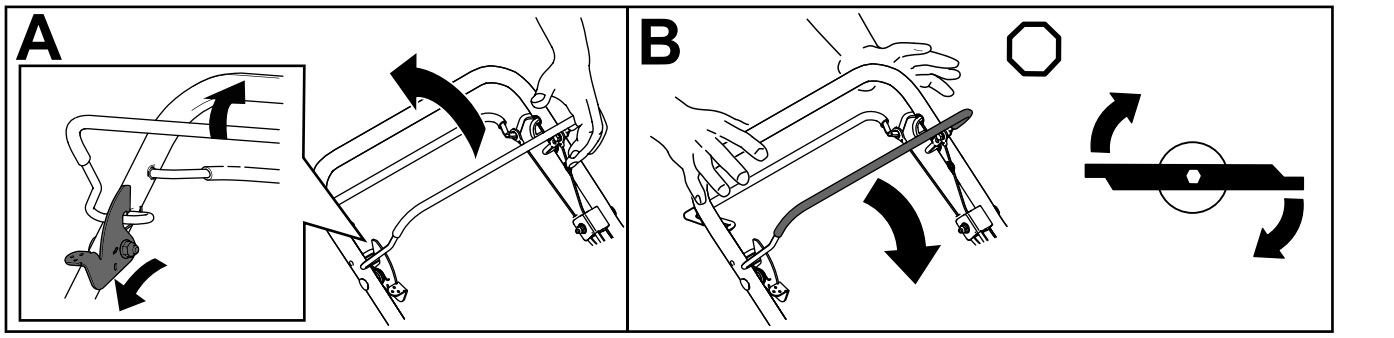

Figura 16
1. Empuje la palanca de bloqueo de la barra de control de las cuchillas hacia adelante para liberar la barra de control de las cuchillas (Figura 16, A).
2. Tire de la barra de control de las cuchillas hacia el manillar y suelte la palanca de bloqueo de la barra de control de las cuchillas; las cuchillas deben engranarse (Figura 16, A).
3. Suelte la barra de control de las cuchillas para desengranar las cuchillas (Figura 16, B). La palanca de bloqueo de la barra de control de las cuchillas volverá a su sitio original para bloquear la barra de control de las cuchillas.